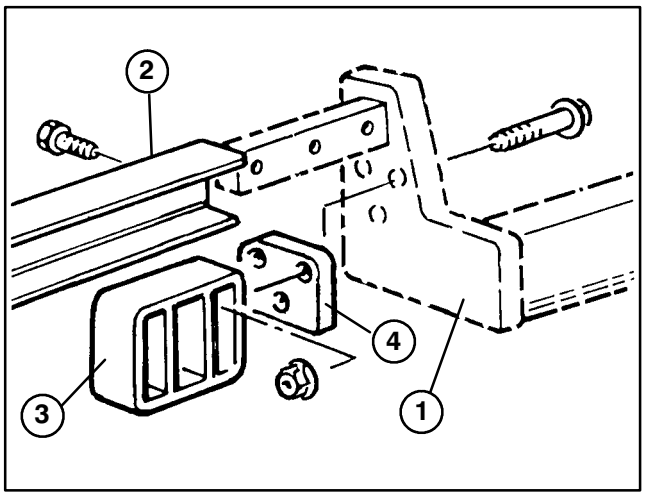

Figure 5
2. Mount a rear cradle to each lift arm with (3) 3/8–16 x 2" lg. capscrews, spacers and flangenuts as shown in figure 5.